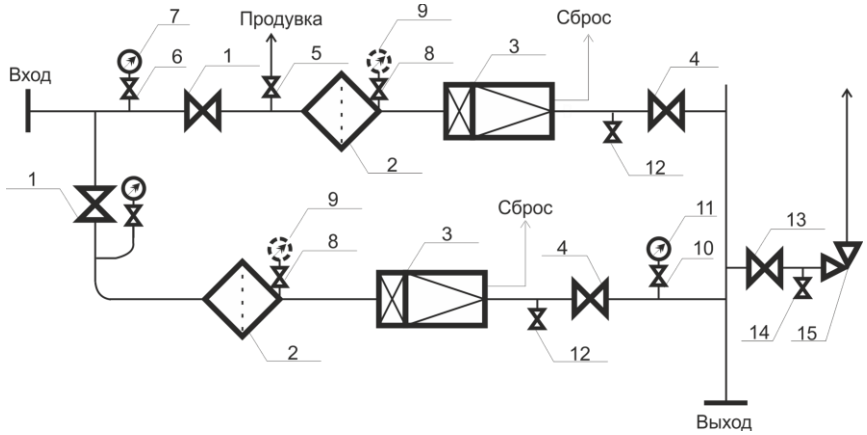

Рис.1
4.1. Пункт газорегуляторный шкафной ПГШ с регулятором Actaris, выполнен в виде шкафа, в котором на каждой нитке смонтированы по ходу газа (рис. 1): кран входной –1; фильтр газовый – 2; регулятор давления газа – 3; кран выходной – 4.